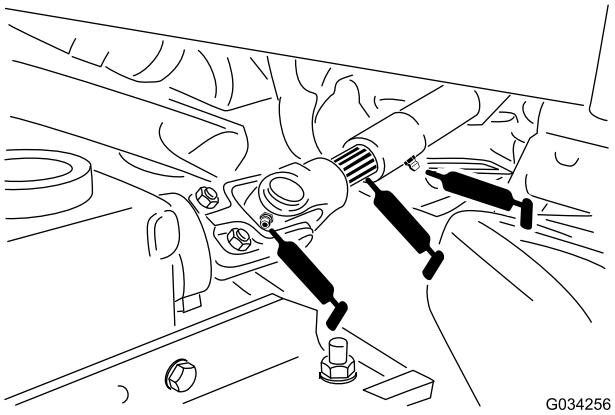

**Figur 39**
- Kraftuttagets universalaxel (Figur 39)